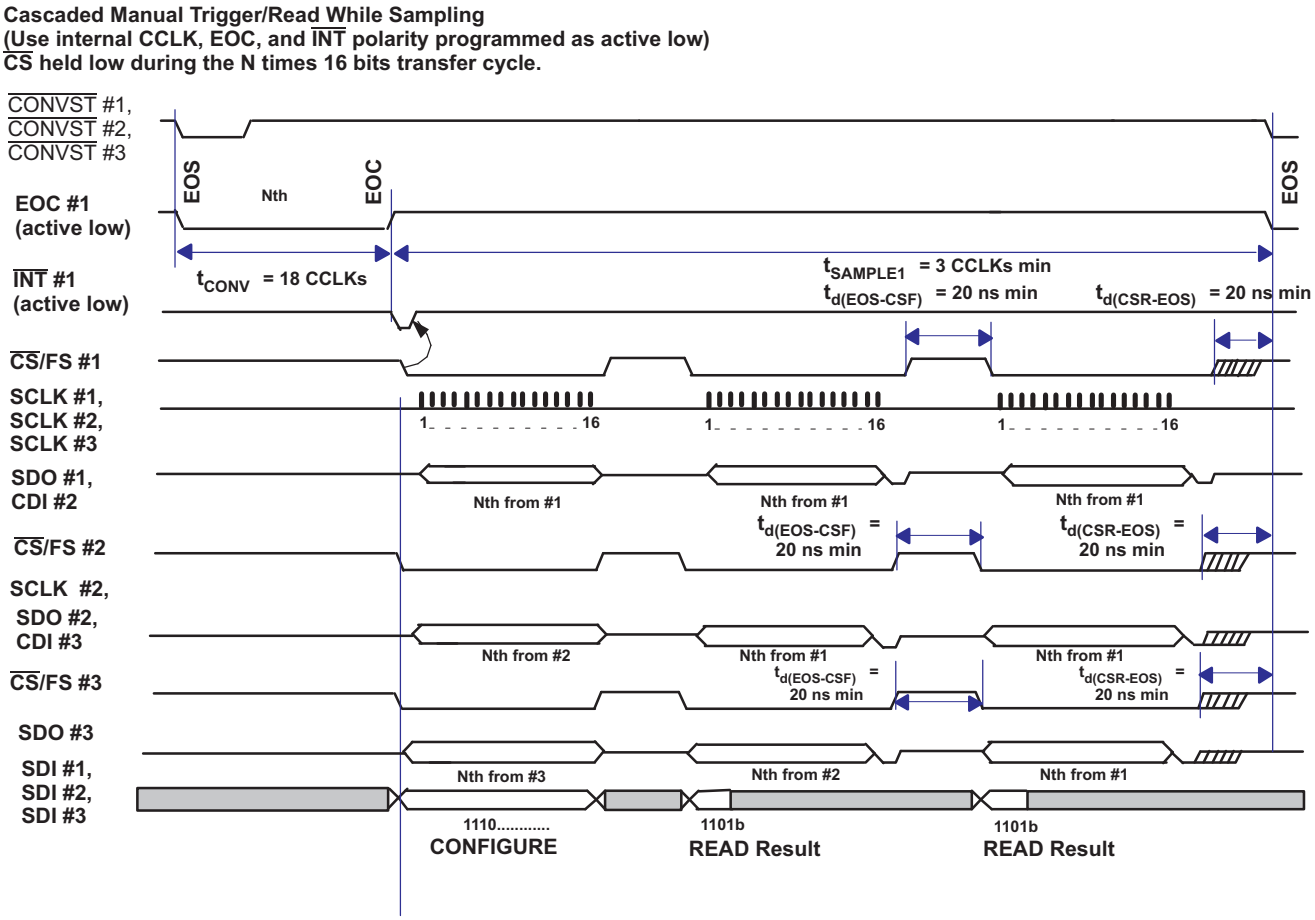

Figure 61. Simplified Cascade Mode Timing with Shared $\overline{\text{CONVST}}$ and Discrete $\overline{\text{CS}}$
Case 2: If the chip select is toggled during a chain mode data transfer cycle, as illustrated in Figure 61, the same data from the converter is read out again and again in all three discrete 16-bit cycles. This is not a desired result.
- Updated Figure 61 34